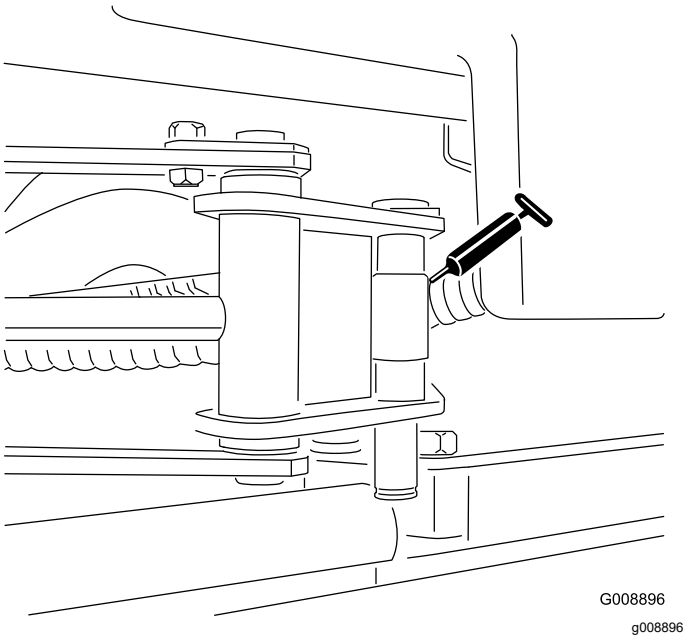

Rysunek 61
- Końcówki siłownika bocznych zespołów tnących (2 złącza; dotyczy tylko modelu 03171 Rysunek 61)